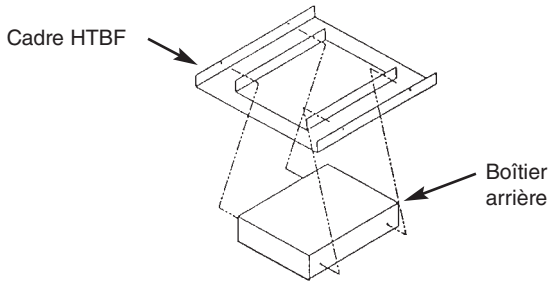

Figure 2
4. Montez le boîtier arrière de radiateur sur le cadre HTBK en utilisant les quatre vis fournies (Référez-vous à la Figure 2).